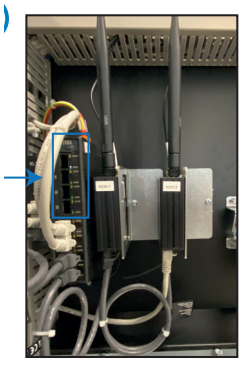

Figure 54: Connecting the Ethernet cable, step 2.
2.- Connect the Ethernet cable to an Ethernet port on the switch located on the right-hand door of the Charging Point, next to the modem (if there is more than one switch, connect the Ethernet cable to any of them), **Figure 54**.